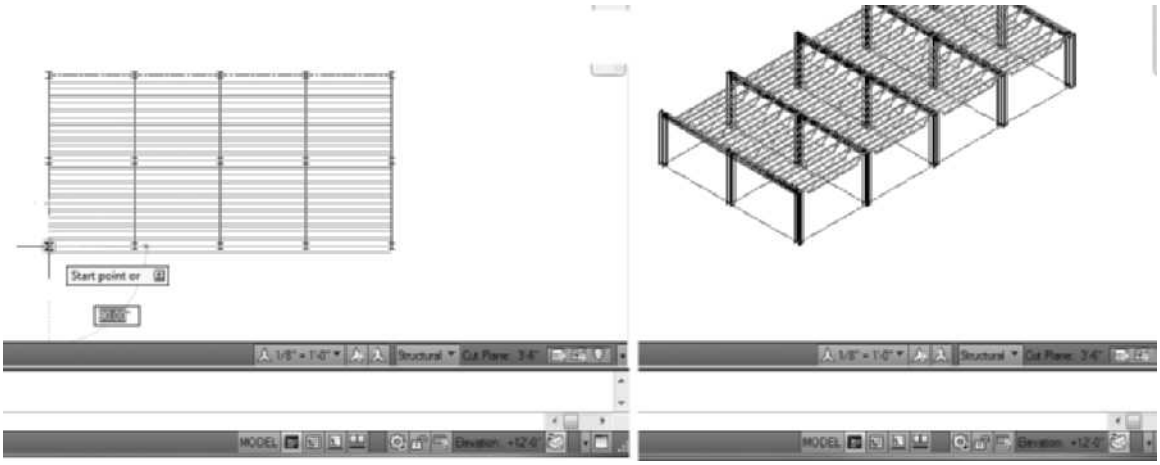

FIGURE 13.27 *Insert joists using Fill Layout*
21. Move the cursor over the grid and press CTRL to toggle the display of the joist so that all bays are filled as shown at left in Figure 13.27. Click to accept the display and place the joist throughout the column grid. Press ESC to end the command.
22. Choose SW Isometric from the View Cube to view the joist as shown at right in Figure 13.27.